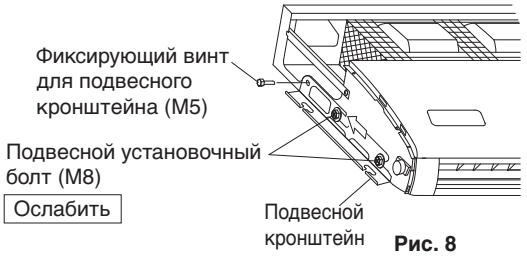

Рис. 8
- Выверните фиксирующие винты (M5) для подвесного кронштейна из задней части. Чтобы снять подвесной кронштейн, потяните его назад (в направлении, указанном стрелкой). **(См. рис. 8)**